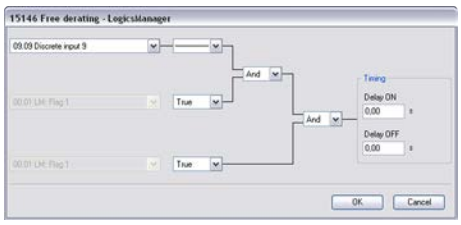

Fig. 229: LogicsManager function "Free derating"
3. Configure the LogicsManager function "Free derating" as shown in (Fig. 229) to enable derating of power if discrete input [DI 09] is energized.